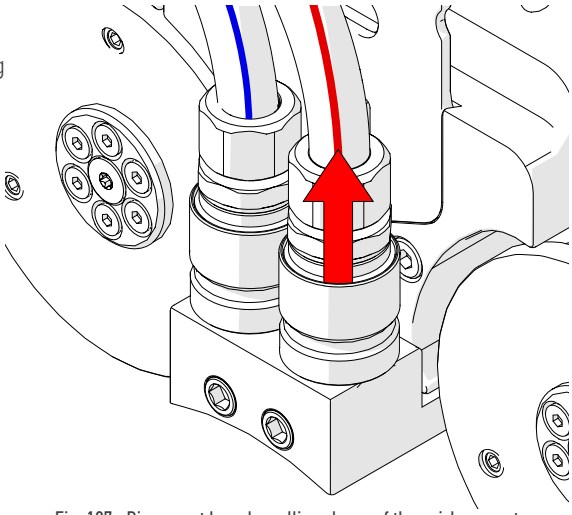

Fig. 197 - Disconnect hose by pulling sleeve of the quick connect
1. To disconnect a hose, grasp the sleeve of the hose fitting and pull away from the crawler *(Fig. 197)*.